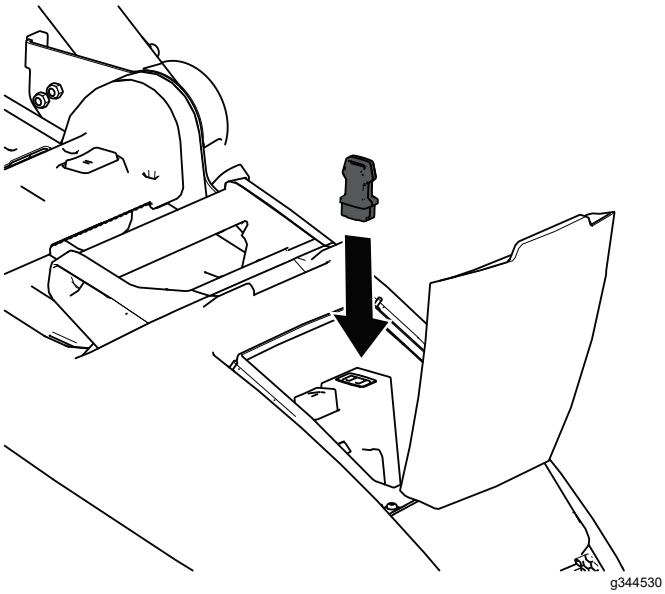

Figura 10
2. Montate la chiave di sicurezza sulla macchina (Figura 10).
1. Rilasciate la barra di comando della lama (Figura 10).
2. Rimuovete la chiave di sicurezza dalla macchina (Figura 10).